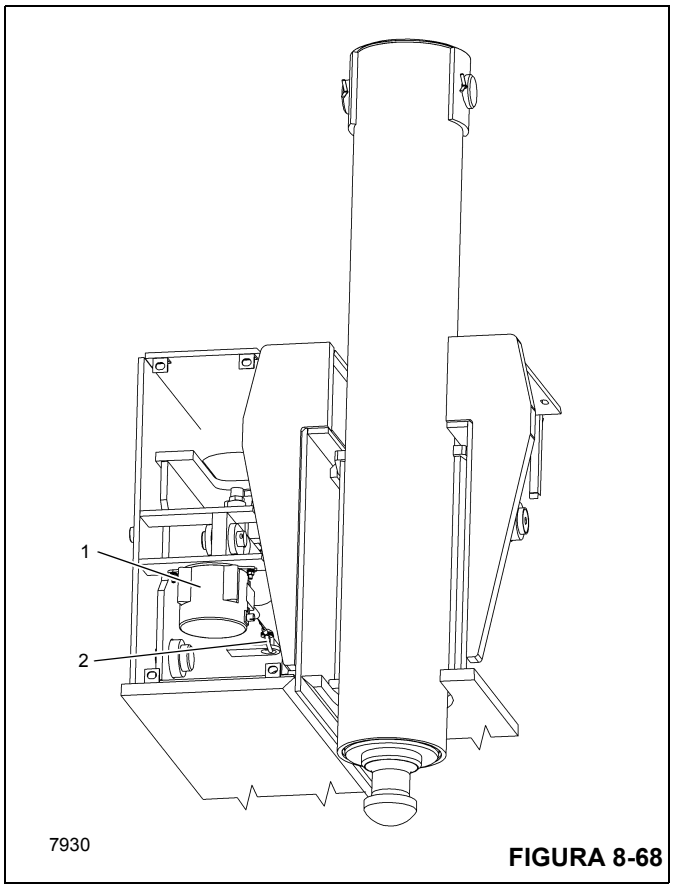

FIGURA 8-68
3. Remova o conector (2) do potenciômetro de filamento do OMS (1, Figura 8-68) do ponto de fixação na viga do estabilizador.
2. Instale o potenciômetro de filamento do OMS o suficiente para encaixar no furo ranhurado com as peças de montagem (Figura 8-68).